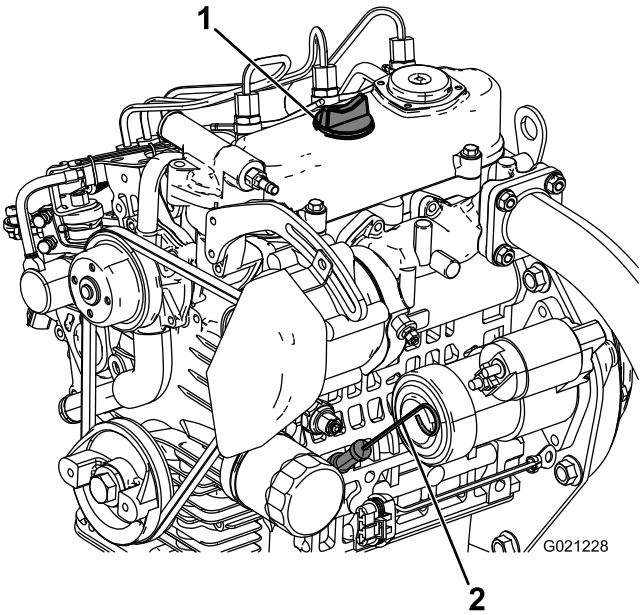

**Figur 13**
2. Fjern målepinden (Figur 13), og aftør den med en ren klud. Sæt målepinden ned i røret, og sørg for, at den sidder helt i bund. Fjern oliemålepinden, og kontroller oliestanden.
3. Hvis oliestanden er lav, skal påfyldningsdækslet tages af ventildækslet (Figur 13) og tilstrækkeligt olie hældes på til at hæve niveauet til full-mærket på målepinden.